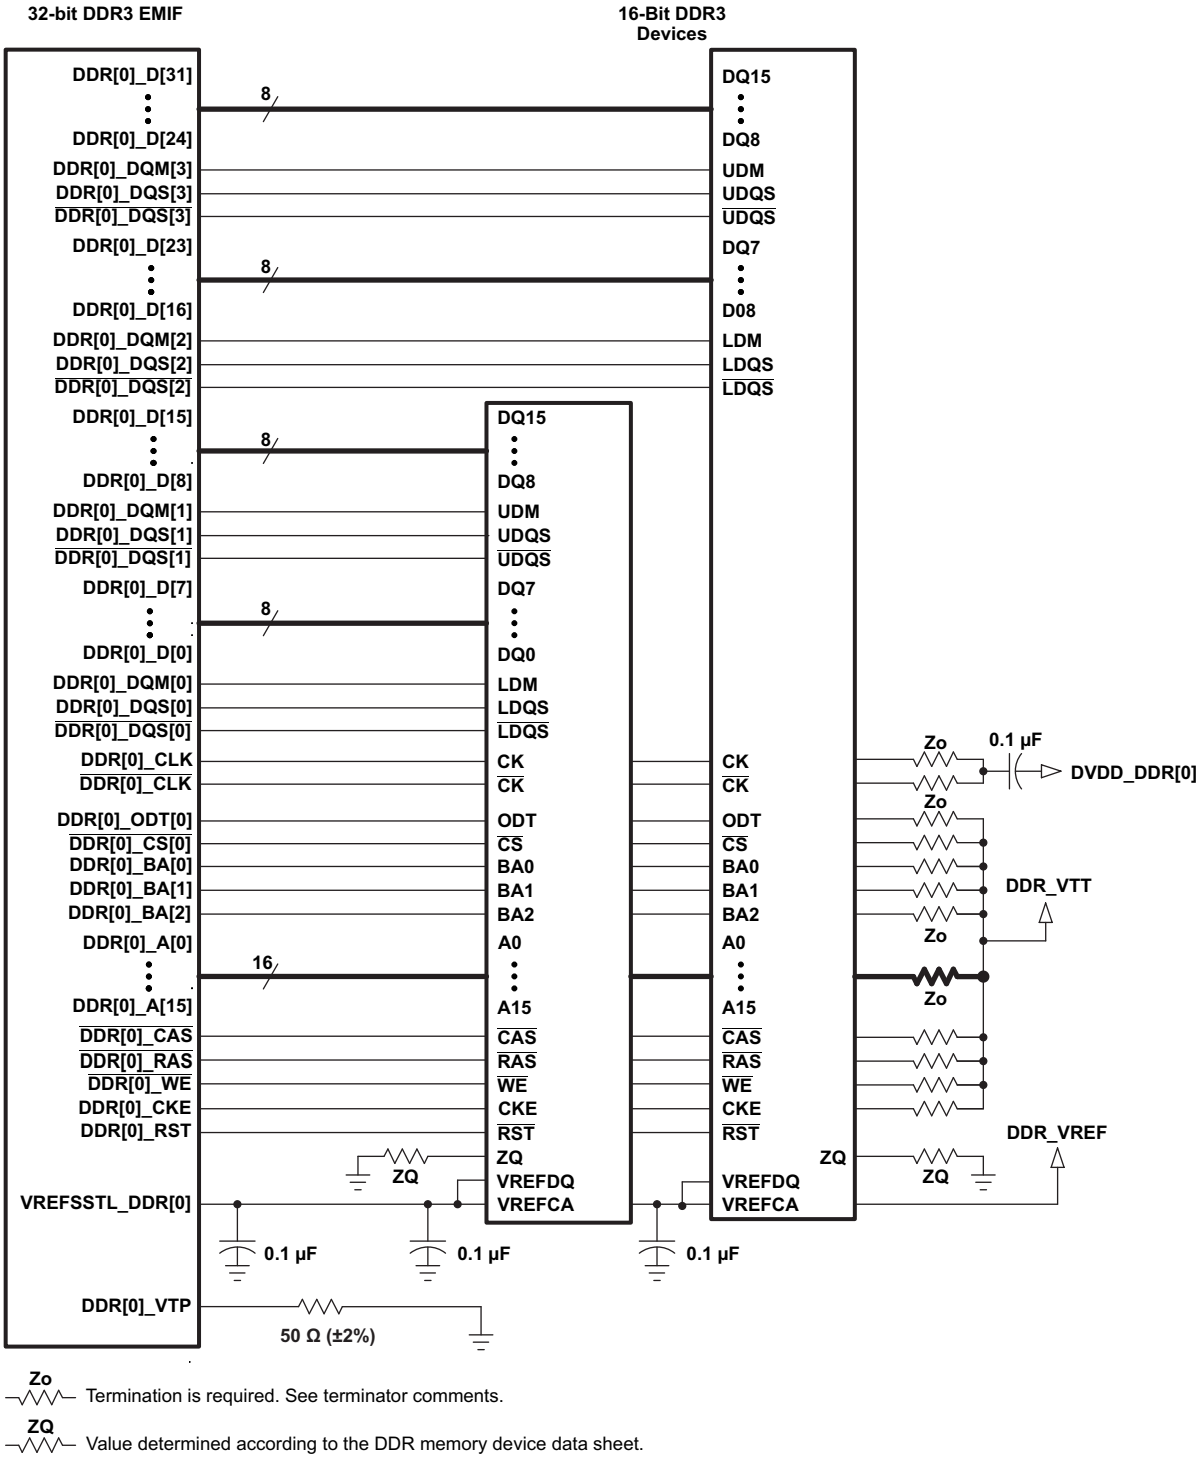

Figure 8-56. 32-Bit, One-Bank DDR3 Interface Schematic Using Two 16-Bit DDR3 Devices
The DDR3 interface schematic varies, depending upon the width of the DDR3 devices used and the width of the bus used (16 or 32 bits). General connectivity is straightforward and very similar. 16-bit DDR devices look like two 8-bit devices. Figure 8-56 and Figure 8-57 show the schematic connections for 32-bit interfaces using x16 devices.
Note that the 16-bit wide interface schematic is practically identical to the 32-bit interface (see Figure 8-56 and Figure 8-57); only the high-word DDR memories are removed and the unused DQS inputs are tied off. The processor DDR[0]_DQS[2] and DDR[0]_DQS[3] pins should be pulled to the DDR supply via 1-kΩ resistors. Similarly, the DDR[0]_DQS[2] and DDR[0]_DQS[3] pins should be pulled to ground via 1-kΩ resistors.
(1) DDR3 speed grade depends on desired clock rate. Data rate is 2x the clock rate. For DDR3-800, the clock rate is 400 MHz.
(2) DDR3 devices with higher speed grades are supported; however, max clock rate will still be limited to 533 MHz as stated in Table 8-59 *Switching Characteristics Over Recommended Operating Conditions for DDR3 Memory Controller*.
(3) For valid DDR3 device configurations and device counts, see Section 8.13.3.3, Figure 8-56, and Figure 8-57.